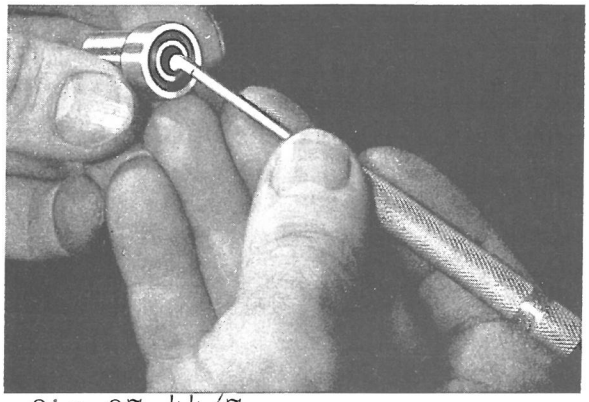

fig.07-44/7
3 Forbrændingsrester udvendig på dyselegemet(2) fig.07-44/6 hovedsageligt omkring dysemunden (7)fig 07-44/11 børstes af med en messingbørste,eller hvis en messingbørste ikke er for hånden da med et stykke hårdt træ,der